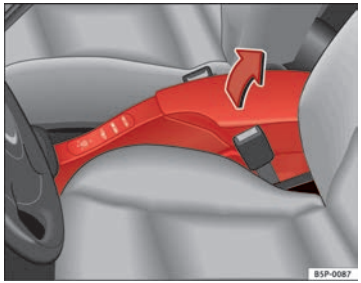

Fig. 102 Front armrest with storage compartment
– To open the storage compartment, lift the armrest up in the direction of the arrow ⇒ fig. 102 and then lift the cover.